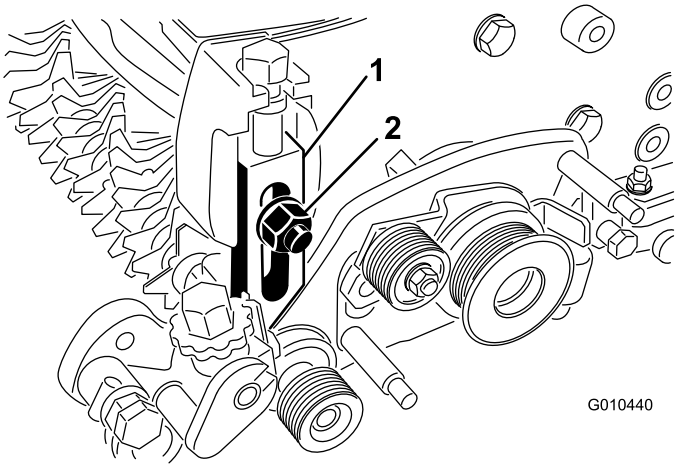

**Figura 32**
5. Retire el perno de cuello cuadrado, la tuerca y la arandela que sujetan el brazo de ajuste de la altura de corte a la placa lateral (Figura 32).